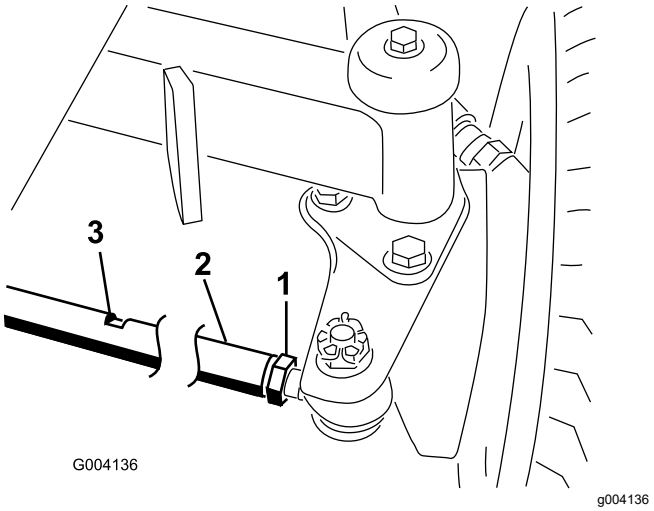

Figur 107
1. Lossa kontramuttern i båda ändar av dragstången (Figur 107).